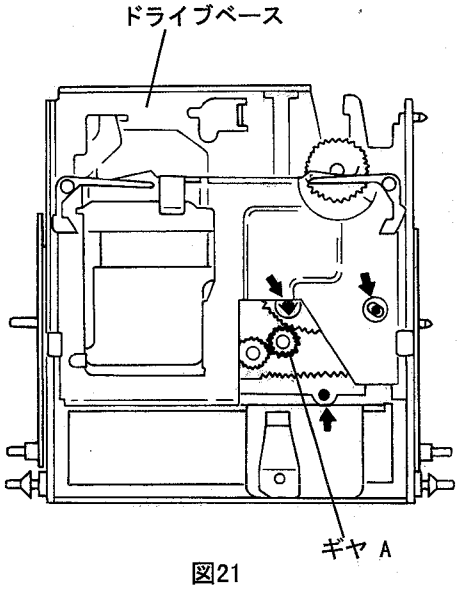

図21
3. 図21のように、メインギヤ及びラックの３カ所の位置があっていることを確認する